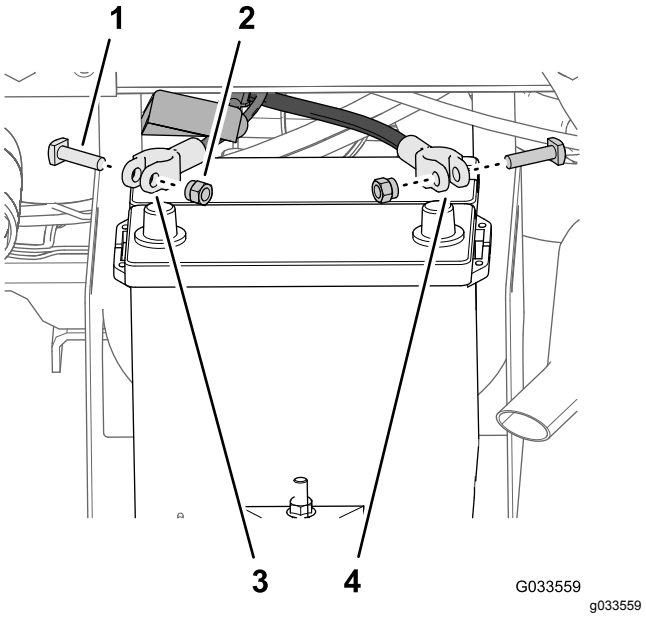

**Figur 27**
1. Fjern mutterne og T-boltene på klemmene til de positive og negative batterikablene (Figur 27).